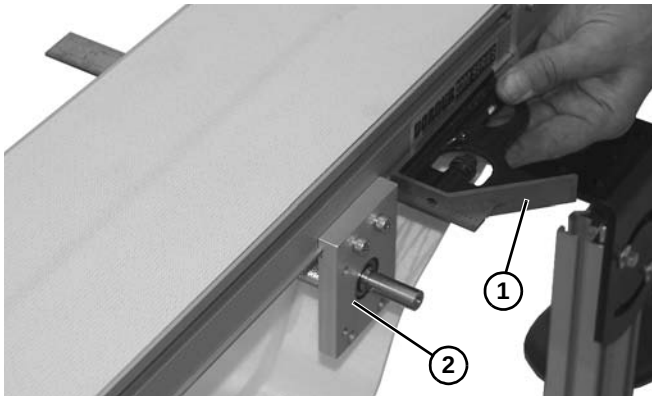

Figure 64
9. Be certain to use a straight edge **(Figure 64, item 1)** across mounting blocks **(Figure 64, item 2)**, so blocks are parallel to one another, before tightening hardware.